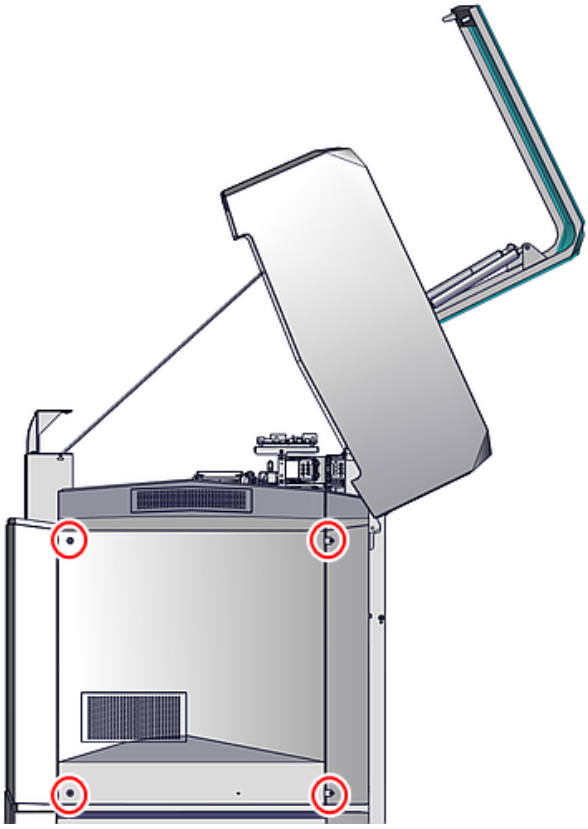
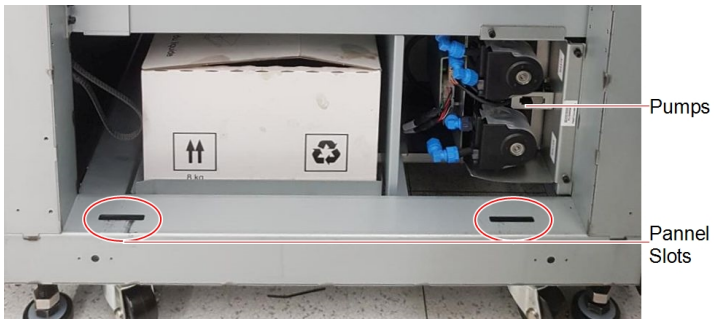

Figure 4-131 Right printer panel
Figure 4-132 Panel removed
26. Install the pump housing in the printer (see Figure 4-132 on page 4-85), making sure not to pinch or damage the tubes.
First, fit the brackets on the bottom of the panel into slots in the printer chassis (see Figure 4-132 on page 4-85). Then, push the panel into place and secure it with the screws (see Figure 4-131 on page 4-85).